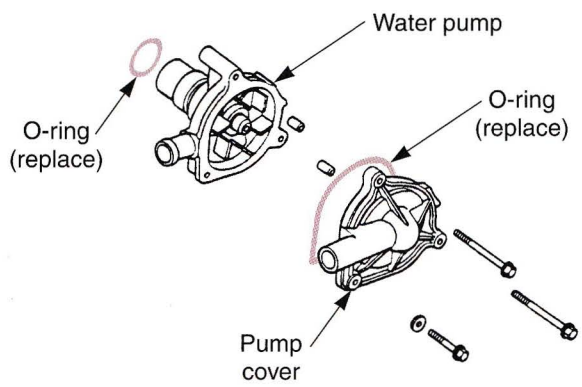

Figure 11-17. Replace O-rings when reassembling a coolant pump. (Honda Motor Co., Ltd.)
2. Remove the bolts and separate the pump cover from the body. Replace the water pump with a new one. Install a new O-ring into the groove in the pump cover, then install the cover on the pump. See **Figure 11-17.**